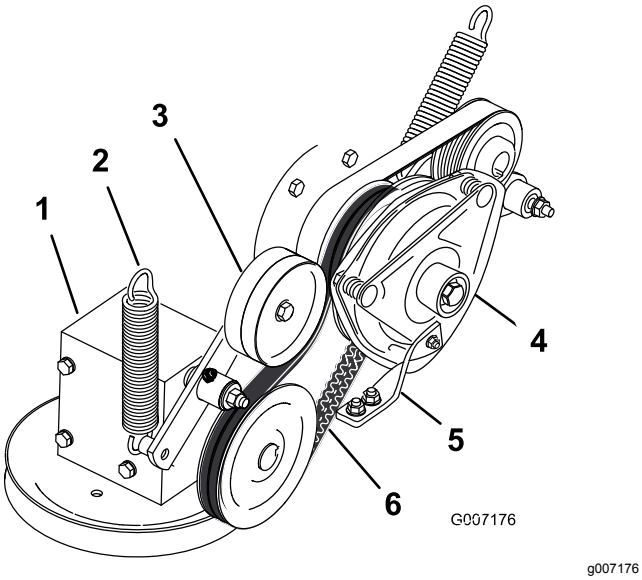

Rysunek 86
4. Zdejmij sprężynę z ramienia koła pasowego luźnego (Rysunek 86).
7. Załóż pasek napędowy PTO wokół koła pasowego sprzęgła i koła pasowego skrzyni biegów (Rysunek 86).
9. Załóż sprężynę na ramię koła pasowego luźnego (Rysunek 86).